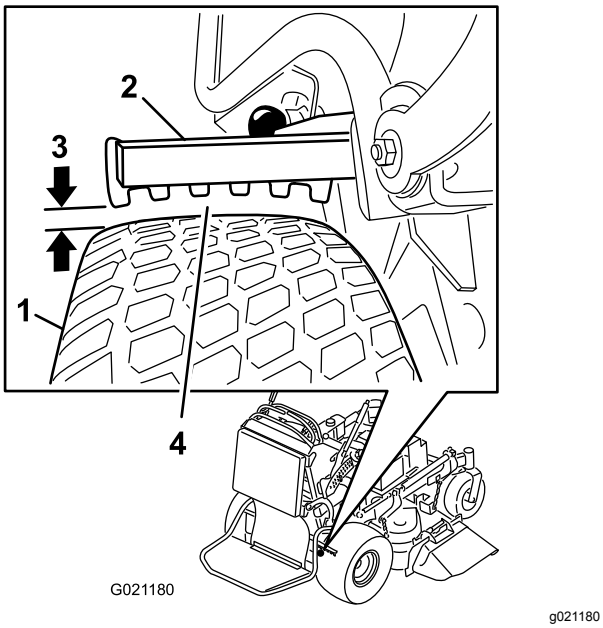

Figur 62
6. Kontroller at avstanden er mellom 3 og 6 mm på siden med minst klaring, som vist i Figur 62. Se Justere bremsene (side 47) når justering er nødvendig.
5. Juster krysshodet (Figur 62).